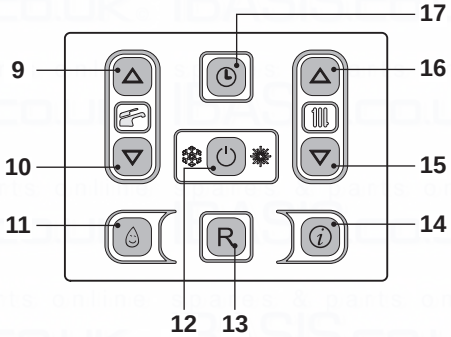
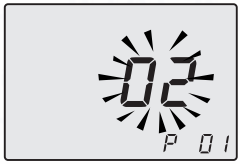

Fig. 9.1
Fig. 9.2
- Enter “programming mode” by holding down keys 12 - 15 - 16 together for 10 seconds (Fig. 9.1) until the LCD display indicates the letters **P01**, indicating entry in “parameter 01” (Fig. 9.2).
- By pressing key 12 (Fig. 9.1) confirmation of the inserted value is obtained.